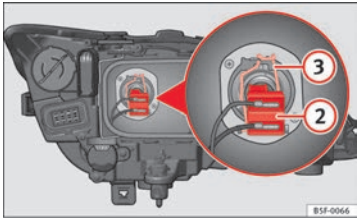

Fig. 181 Dipped beam headlights
– Remove connector ⇒ Fig. 181 (2) from the bulb.
– Unclip the retainer spring ⇒ Fig. 181 (3) pressing inwards to the right.